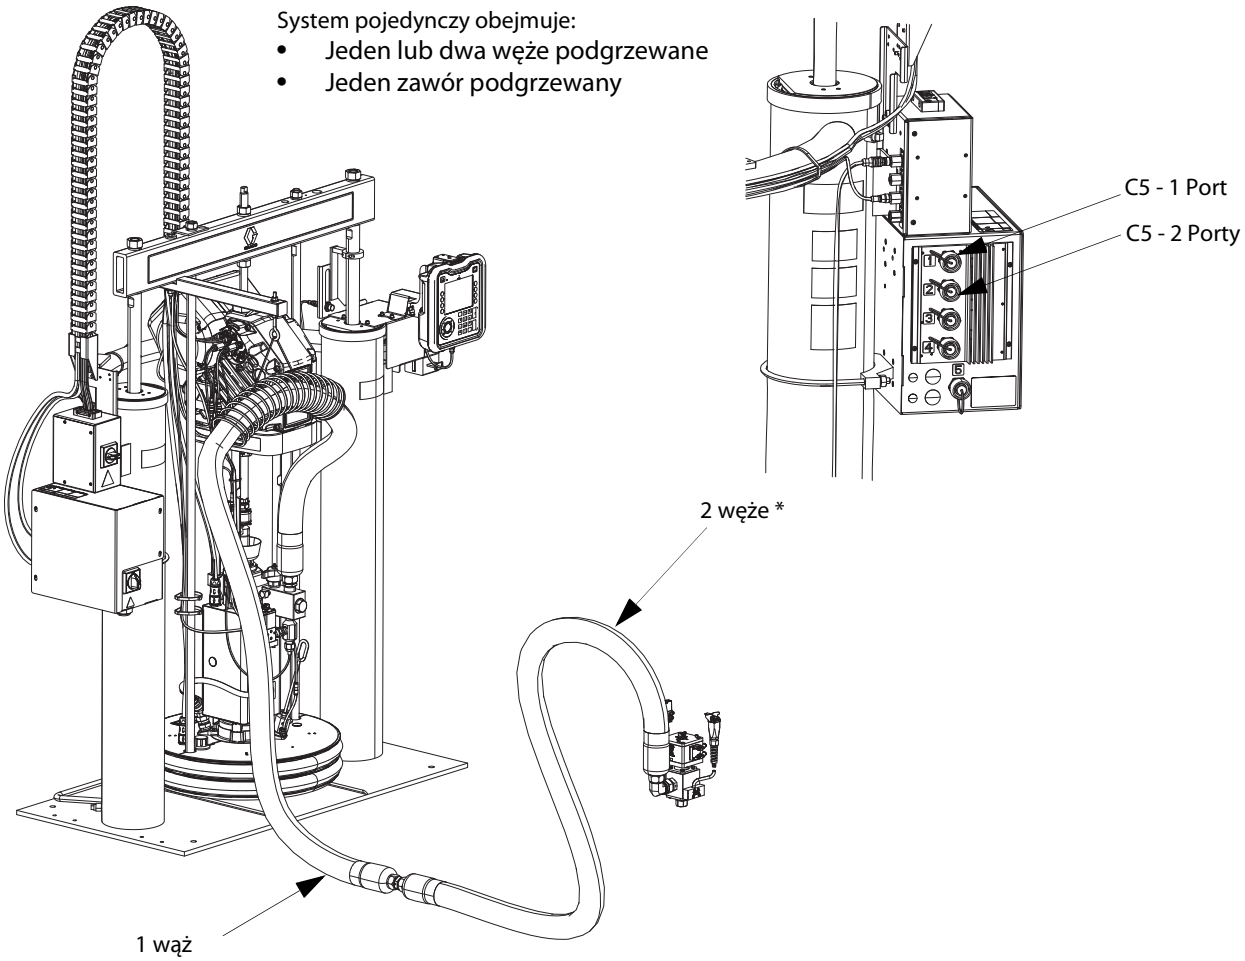

RYS. 25
- Zawór podgrzewany – kwadratowe złącza elektryczne od 2 węża do osiowego zaworu dozującego (B). Patrz RYS. 25.